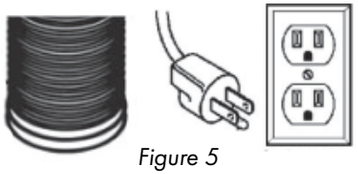

Figure 5
6. Make your electrical and ducting connections. Try and minimize the use of elbows. More elbows and longer runs create higher static pressure. The hood comes with a grounded three prong plug that can be plugged into a 15 amp circuit. The cord is 36″ long. *Figure 5*